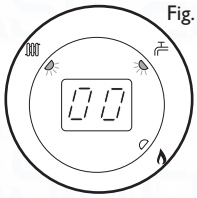

Fig. 70
6. The display will show '00', indicating maximum rate, then revert to 'P ' alternating with the current boiler temperature (Figs. 70, 71 & 72).